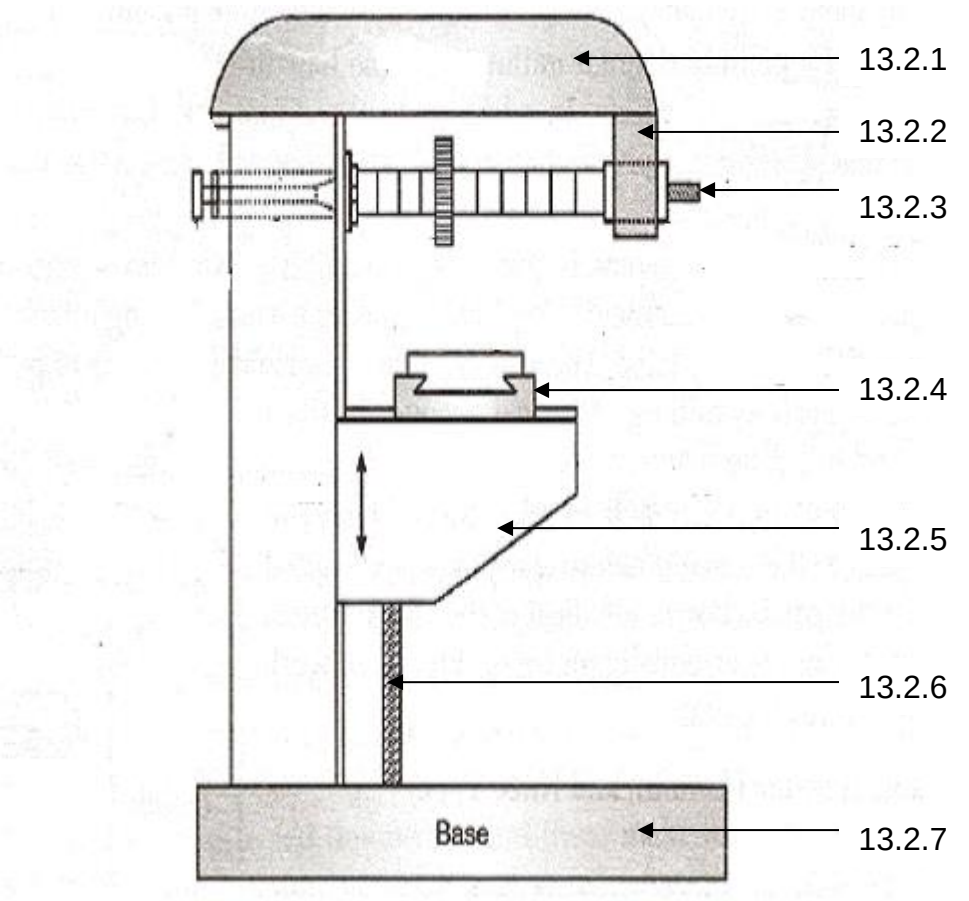

FIGURE 5 (7)
13.2 FIGURE 5 below shows a diagram of a milling machine.